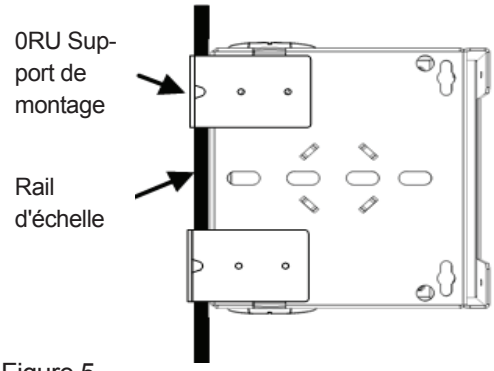

Figure 5
3) Suspendre l'assemblage de la manière illustrée à la Figure 5.